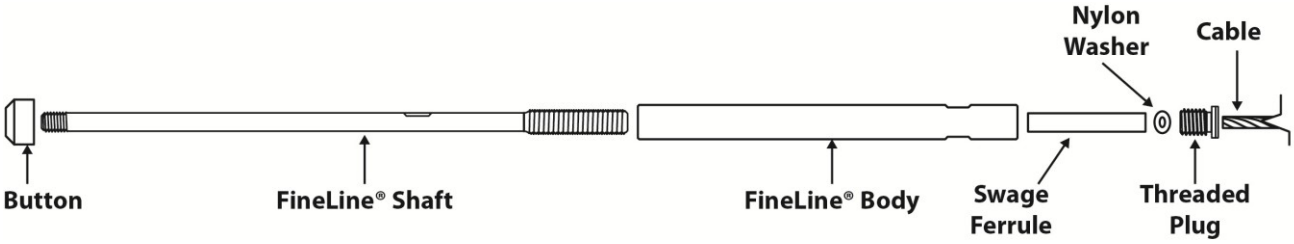

Fig 7
**NOTE:** Individual components may need assembly (Fig. 7).
– Perform step 6a. Screw FineLine® Body onto FineLine® Shaft 3-4 times (Fig. 7).